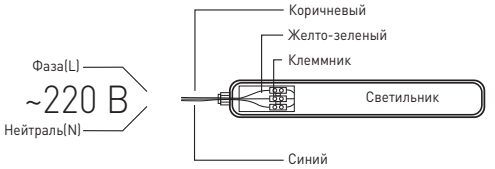

Рис.1. Схема подключения светильника к сети 220В.
3.3.2. Этот провод необходимо подключить к проводу источника питания с помощью клеммника в соответствии со схемой, изображенной на рис.1;